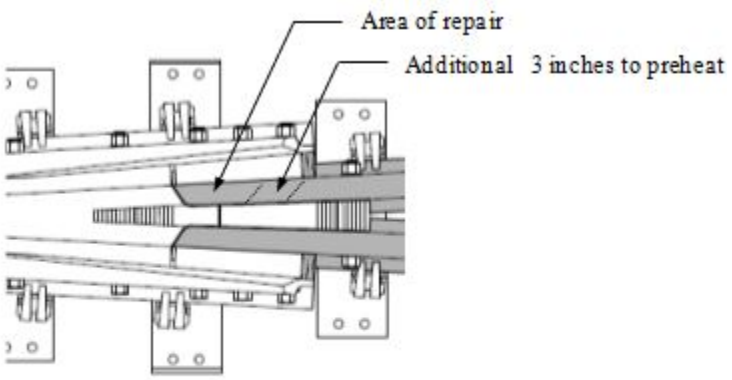

Figure 109P *Standard RBM Heel Leg Extension Area of repair and preheat*
1. Mark the area of repair on top of the rail using a straightedge and soap stone. (See Figure 109P)